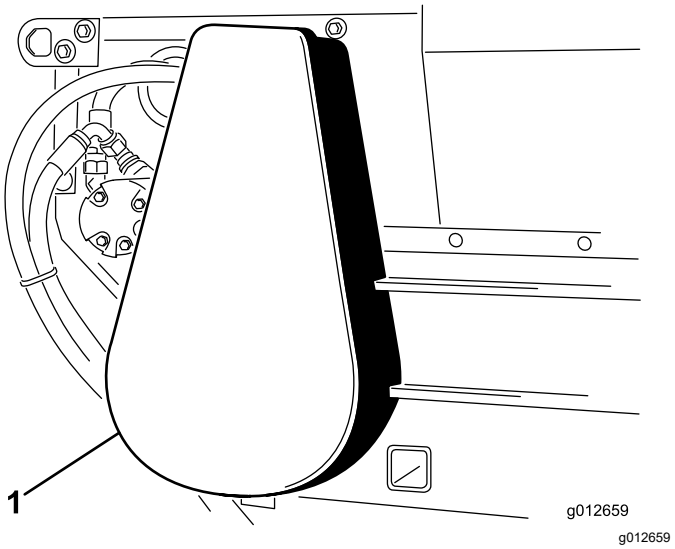

Figur 23
2. Fjern kædedækslet (Figur 23).
6. Monter kædedækslet (Figur 23).